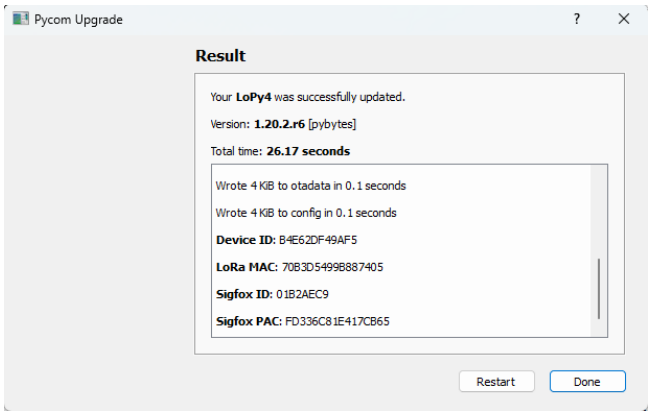

Figure 14: Firmware update completed successfully. Note the Device ID and LoRa MAC displayed.
6. Click *Update* and wait for the process to complete (see Figure 14).